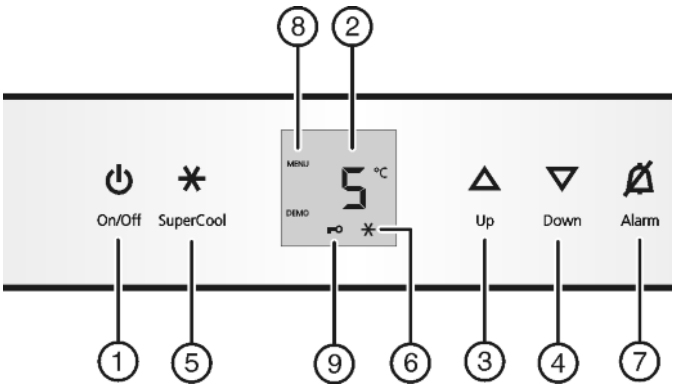

Fig. 2
▶ Stiskněte tlačítko On/Off *Fig. 2 (1)*.
▶ Zapnutí režimu nastavení: Stiskněte Tlačítko SuperCool *Fig. 2 (5)* asi na 5 sekund.
▶ Pro zapnutí dětské pojistky krátce stiskněte tlačítko SuperCool *Fig. 2 (5)*.
▶ Pro vypnutí dětské pojistky krátce stiskněte tlačítko SuperCool *Fig. 2 (5)*.
▷ Symbol dětské pojistky *Fig. 2 (9)* svítí. Na displeji bliká c.
▷ Symbol dětské pojistky *Fig. 2 (9)* zhasne. Na displeji bliká c.
▶ Ukončení režimu nastavení: Stiskněte tlačítko On/Off *Fig. 2 (1)*.
▶ Stiskněte tlačítko Alarm *Fig. 2 (7)*.
▶ Nastavení vyšší teploty: Stiskněte seřizovací tlačítko Up *Fig. 2 (3)*.
▶ Nastavení nižší teploty: Stiskněte seřizovací tlačítko Down *Fig. 2 (4)*.
▶ Krátce stiskněte tlačítko SuperCool *Fig. 2 (5)*.
▷ Symbol SuperCool *Fig. 2 (6)* na ukazateli svítí.
▷ Symbol SuperCool *Fig. 2 (6)* na ukazateli zhasne.